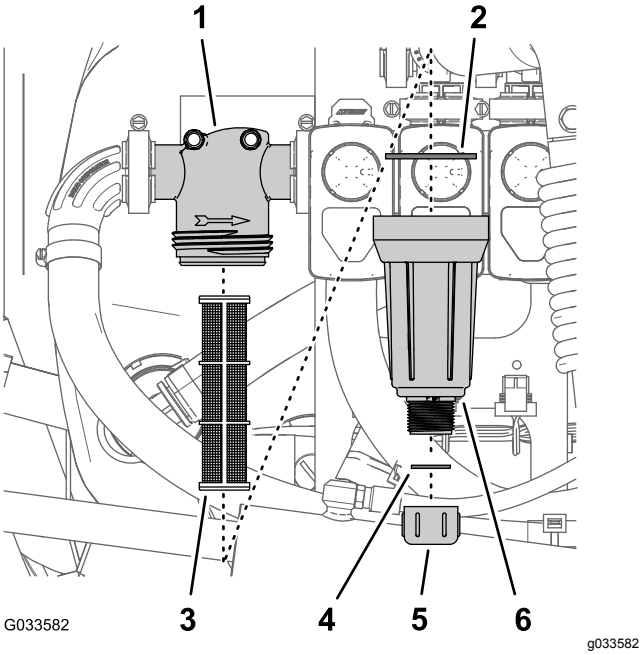

Figuur 103
2. Plaats een opvangbak onder het drukfilter (Figuur 103).
3. Draai de aftapdop linksom en neem ze van de bak van het drukfilter (Figuur 103).
4. Draai de bak linksom en verwijder de filterkop (Figuur 103).
5. Verwijder het oude drukfilterelement (Figuur 103).
6. Controleer de pakking voor de aftapplug (in de bak) en de pakking voor de bak (in de filterkop) op schade en slijtage (Figuur 103).
7. Monteer het nieuwe drukfilterelement in de filterkop (Figuur 103).
8. Maak de bak handmatig vast op de filterkop (Figuur 103).
9. Monteer de aftapdop op de fitting onderaan de bak en draai de dop handmatig vast (Figuur 103).